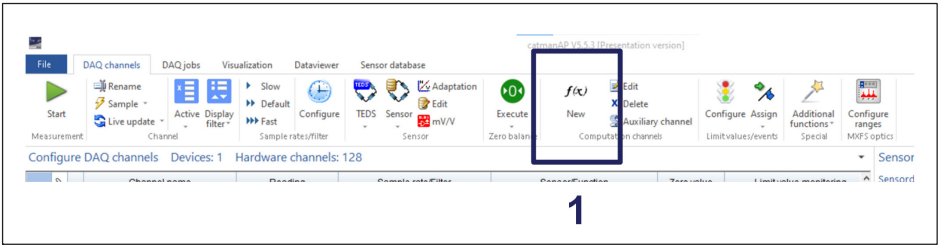

Fig. 5.6 New computational channel button
- Click on the "new" computational channel button (number **1** in *Fig. 5.6*)